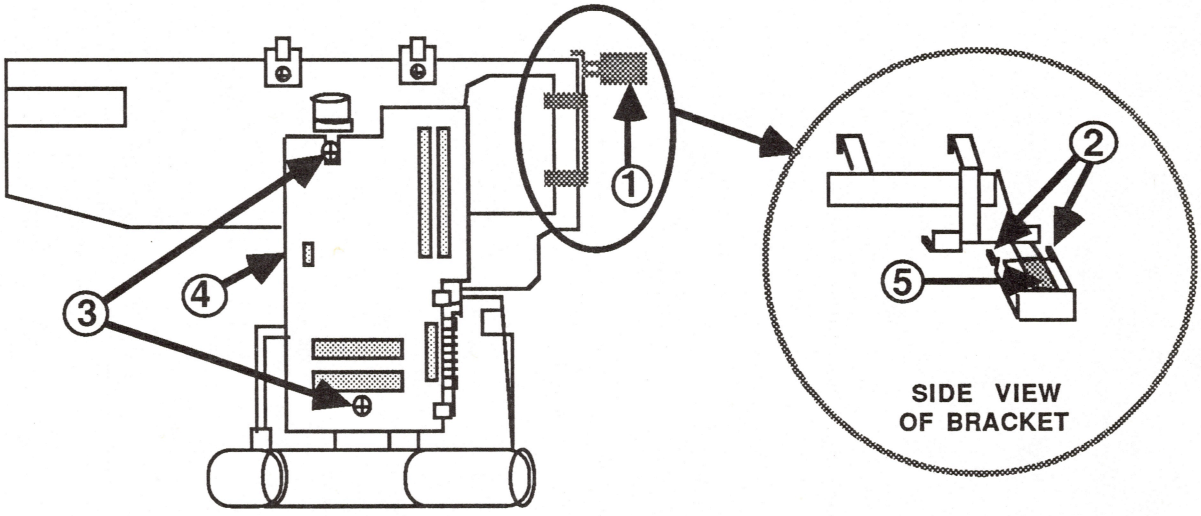

FIGURE 32
14. Locate the black plastic clamp on the carrier assembly holding the small connector in place (see Figure 32, #1). Pry the two tabs (see Figure 32, #2) loose and gently pull the clamp off and up.
15. Remove the two screws holding the print head PCB in place (see Figure 32, #3).
16. Gently lift the side of the board (see Figure 32, #4), slide it out from the tabs and remove it from the carrier assmbly.
17. Slide the small three pin connector mounted on the carrier assembly out (see Figure 32, #5 for location of connector).
1. Slide the small three pin connector, which is wired to the print head PCB, onto the mount provided on the carrier assembly (see Figure 32, #5 for location).
3. Replace the two screws (see Figure 32, #3).
4. Position the bracket as shown in Figure 32, #1, and snap it into place.